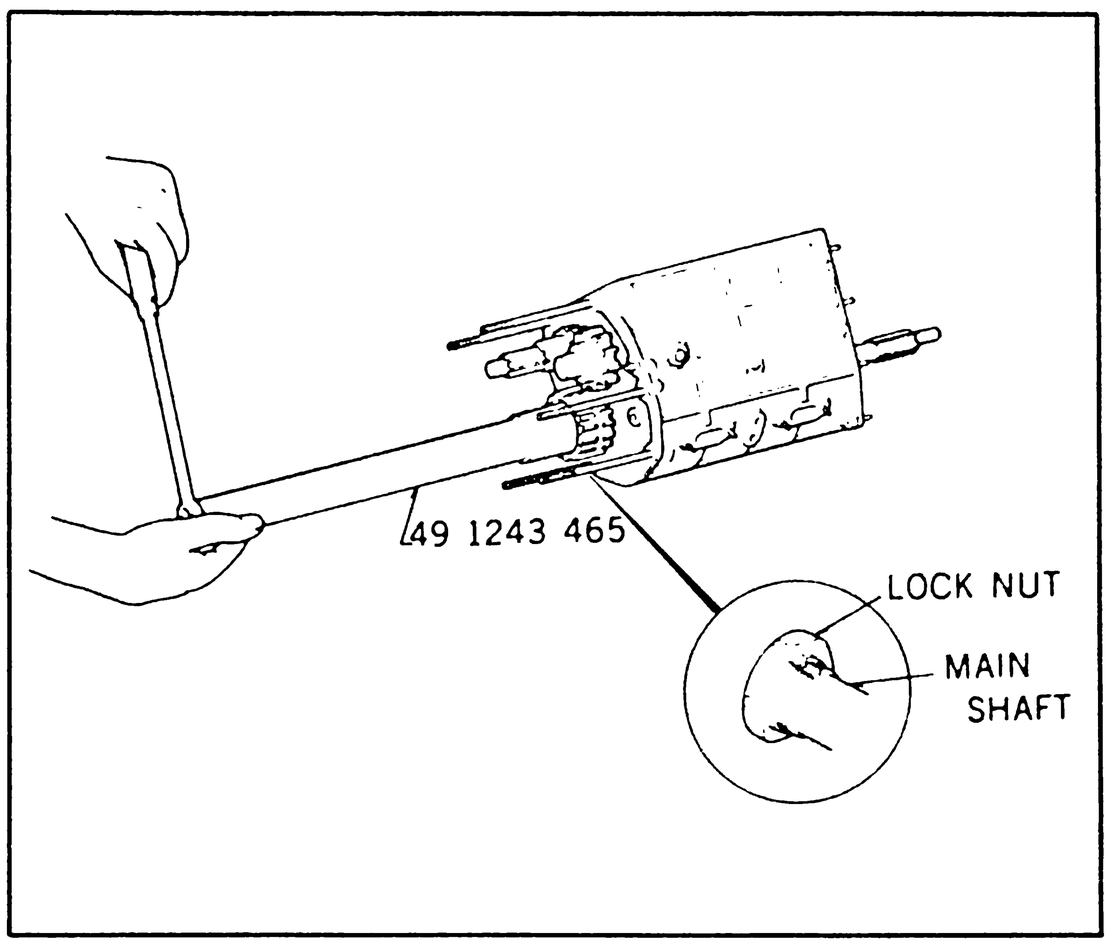

Fig. 5-12 Main shaft lock nut
- The main shaft lock nut has a lock tab. When loosening and tightening the lock nut, shift into the second and reverse gear to lock the main shaft and use the main shaft lock nut replacer (49 1243 465) as shown in Fig. 5-12.